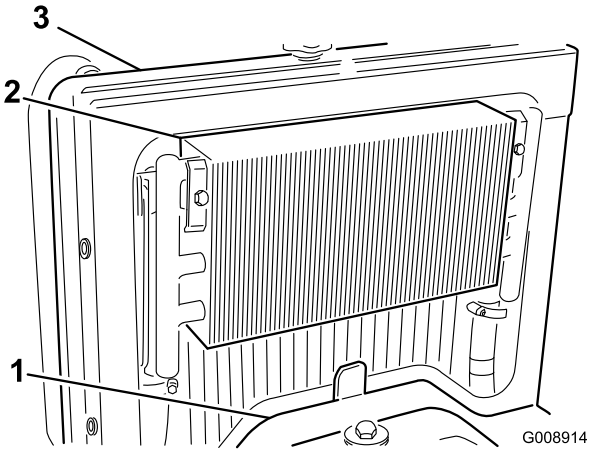

Figur 52
2. Ta bort åtkomstpanelen (Figur 52).